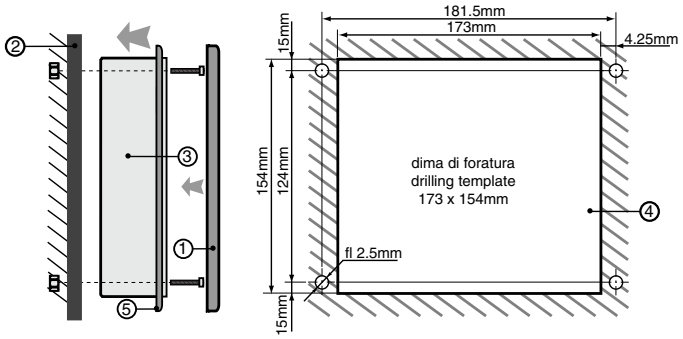

Fig. 10.2.1
Il montaggio a parete prevede l'utilizzo di un'apposita staffa di fissaggio e di una scatola da parete standard a 3 moduli per interruttori, al fine di consentire il passaggio dei cavi. Con riferimento alla Fig. 10.2.1, fissare la staffa (1) alla parete (3) utilizzando la vite (2); incastrare il dorso dello strumento alla staffa.